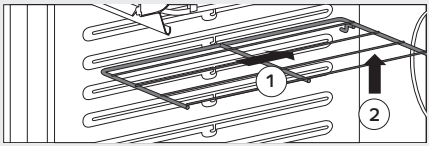

figura 1
Empurre-a até o fundo da cavidade (1), levante a parte de trás da prateleira (2) até que a trava fique entre os níveis, puxe-a para frente retirando-a do forno. (Figura 1)